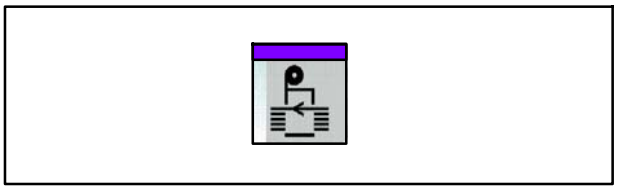

Fig. 175 Touche Mode couplé
25. Appuyer sur la touche Mode couplé (Fig. 175) > FoilStar est prêt à fonctionner